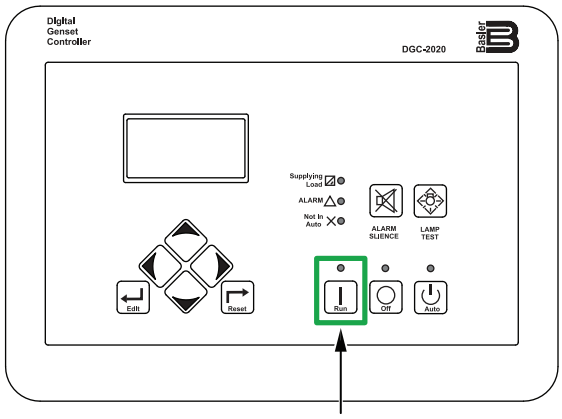

Figure 74. Digital Controller (Run Button)
7. Press the **Run button** (Figure 74) to start the engine.